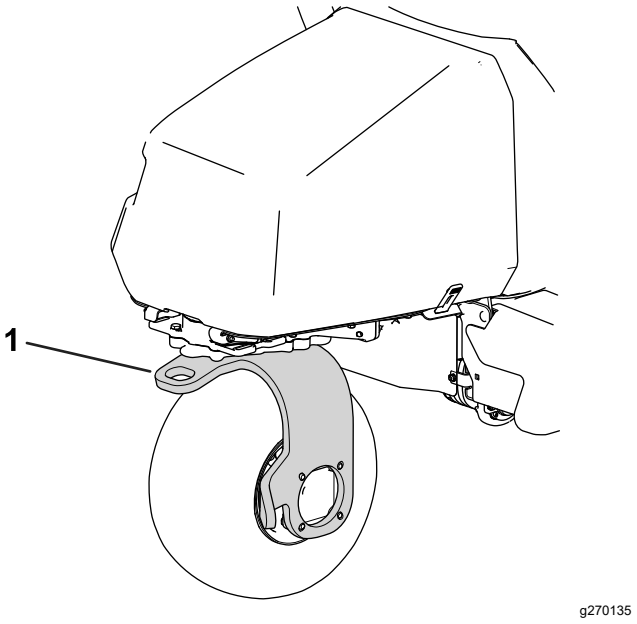

Figura 39
13. Utilice la horquilla de la rueda giratoria trasera para remolcar la máquina (Figura 39).